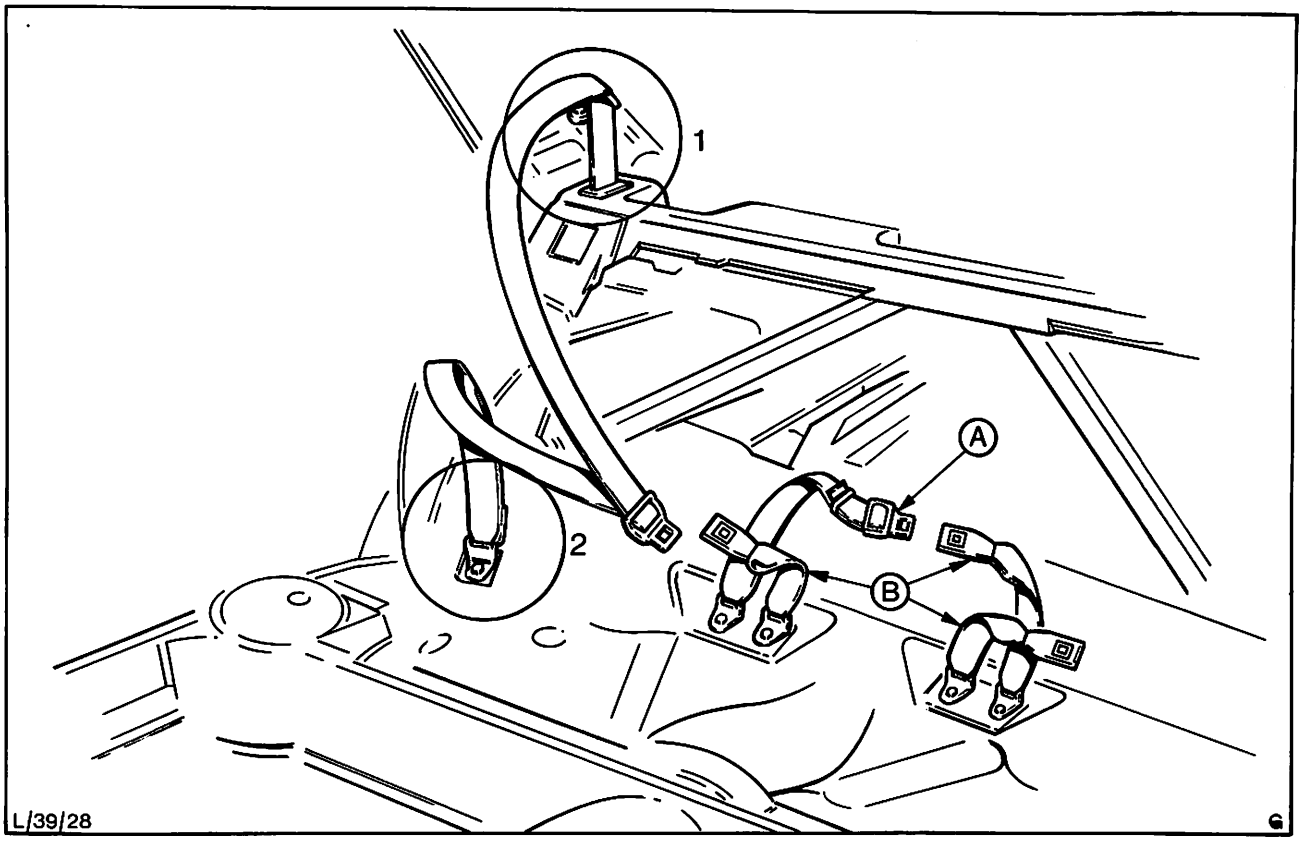

Abb. 27 Sicherheitsgurte hinten
6. Befestigungsschraube, Dichtringe, Beilagscheibe und Gurtende mit Schloß vom Bodenblech ausbauen, „B" in Abb. 27.